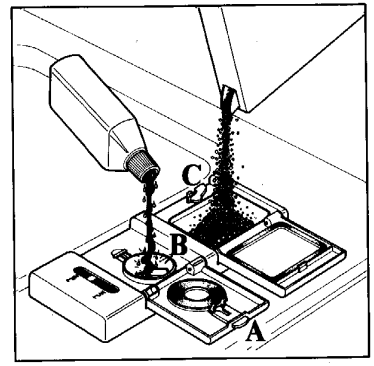

Fig. 3
- soulevez le couvercle en pressant le cliquet **A**, (Fig. 3 page 9).